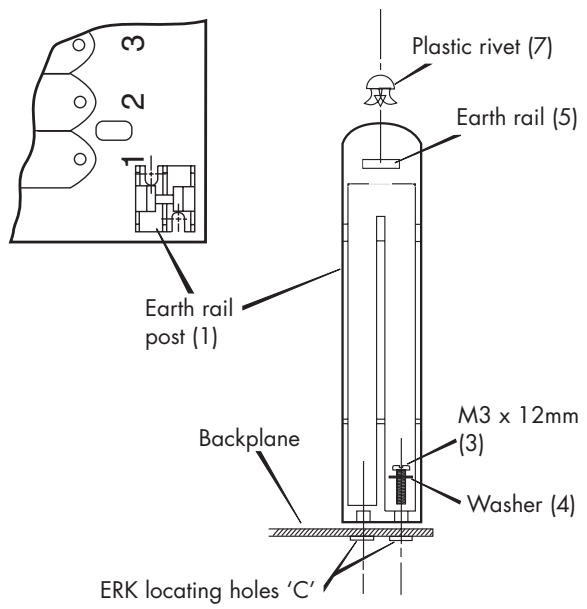

Figure 4.9: Attaching an earth-rail post
f) If required, swivel the tagging strip vertically (Figure 4.9)
b) Attach the mounting posts (1) with M3 x 12 screws (3) and washers (4) (Figure 4.9).